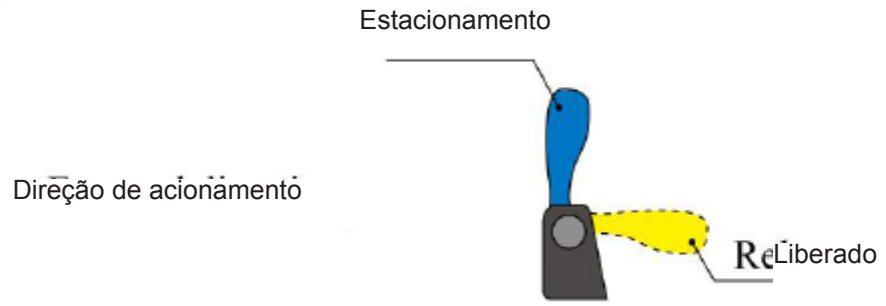

Figura 2. Alavanca do freio de estacionamento
- Freio de estacionamento (consulte a Figura 2)